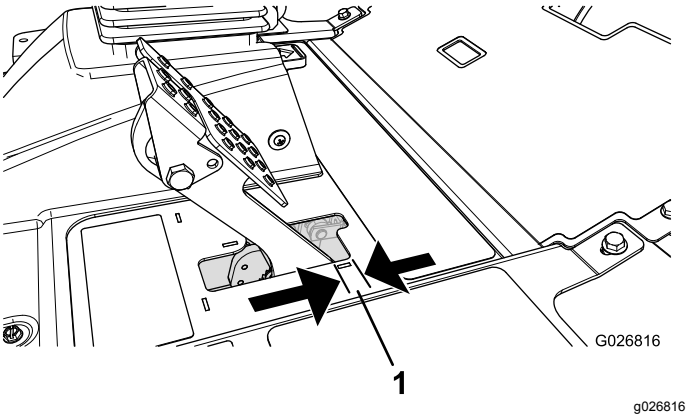

Figur 96
Juster bremsene når det er mer enn 2,5 cm frigang på bremsepedalen, eller når det kreves mer bremsekraft (Figur 96). Frigang er den avstanden bremsepedalen kan beveges før du merker bremsemotstand.
2. Trekk til den bakre mutteren for å flytte kabelen bakover til bremsepedalene har en frigang på 0,63 til 1,27 cm, før hjulet låses (Figur 96).